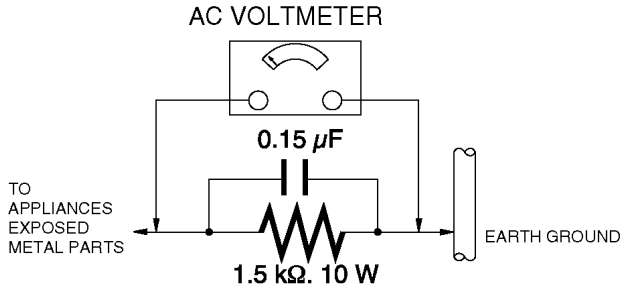

Figure. 1
1.3. Leakage Current Hot Check (See Figure 1.) -------- 3
1.3. Leakage Current Hot Check (See Figure 1.)
2. Connect a 1.5 kΩ, 10 W resistor, in parallel with a 0.15 μF capacitor, between each exposed metallic part on the set and a good earth ground, as shown in Figure 1.